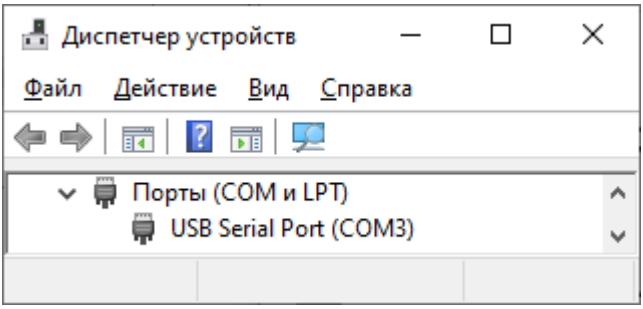

Рисунок 1 — Диспетчер устройств
3.1.1 Посмотрите в «Диспетчере устройств» номер COM-порта, к которому подключен HART-модем (или другое совместимое оборудование) (см. рисунок 1).